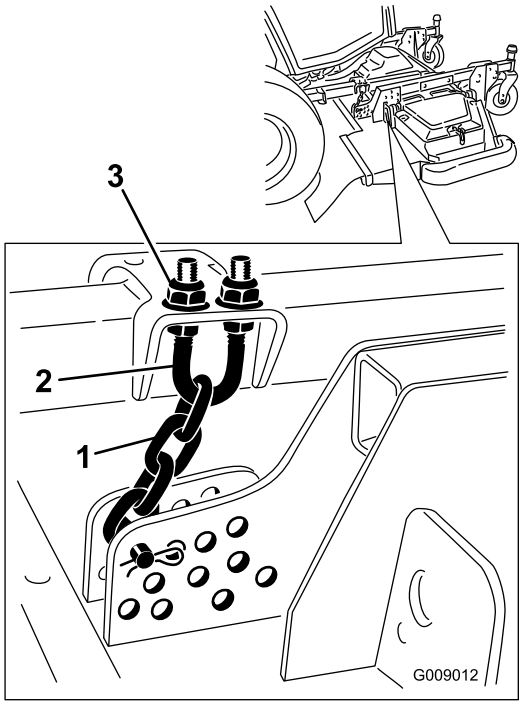

Figuur 139
5. Draai de contramoeren op de bovenkant of de onderkant van de veerstrop van de maaihoogteketting los (Figuur 139).